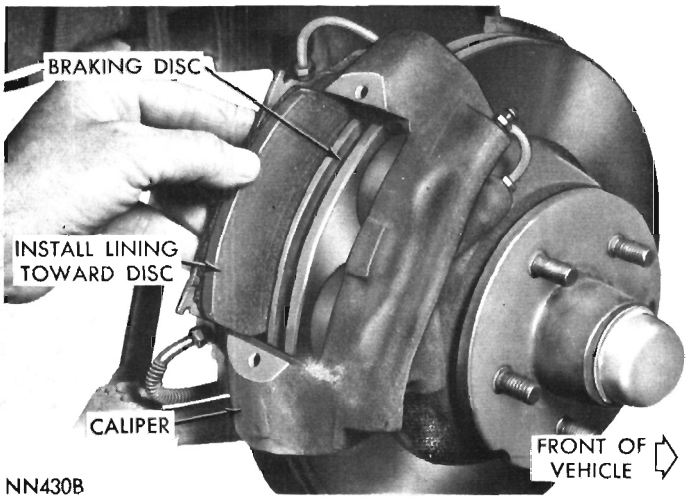

Fig. 7—Installing Brake Shoes and Lining
(1) Push all pistons back into their bores until bottomed to allow for installation of new thick shoes. This can be done by placing a flat sided metal bar or tool against piston and exerting a steady force until bottomed. This will cause fluid to rise in the reservoir so be sure and remove a quantity of fluid from the reservoir before hand.
(2) Slide new shoe and lining into caliper with ears of shoe resting on bridges of caliper (Fig. 7). (Be sure shoe is fully seated and lining is facing disc.)
(3) Slide remaining shoe and lining into caliper, using same procedure as described above.
(4) Place shoe retainer assemblies in position on caliper.
(5) Pump brake pedal several times until a firm pedal has been obtained and shoe and lining have been properly seated.
(6) Install wheel and tire. Tighten wheel stud nuts to 55 foot-pounds. Install wheel cover.
(7) Check and refill master cylinder reservoir with brake fluid as required.